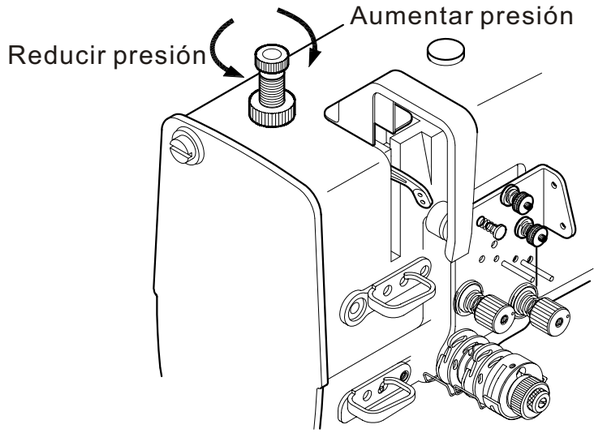

Fig. 12
(3) Ajuste la presión normal del pie prénsatelas para: tela delgada= 3kgf., Tela gruesa= 5kgf. (Fig. 12)